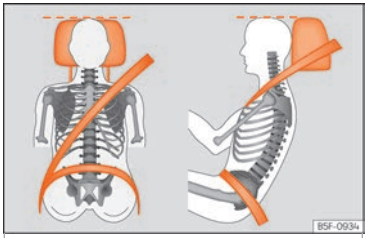

Fig. 4 Sangle bien ajustée et appuie-tête correctement réglé.
- Réglez l'appuie-tête de manière à ce que son bord supérieur soit, dans la mesure du possible, à la même hauteur que la partie supérieure de votre tête, et au moins à la hauteur de vos yeux. Gardez la nuque le plus près possible de l'appuie-tête ››› fig. 4.